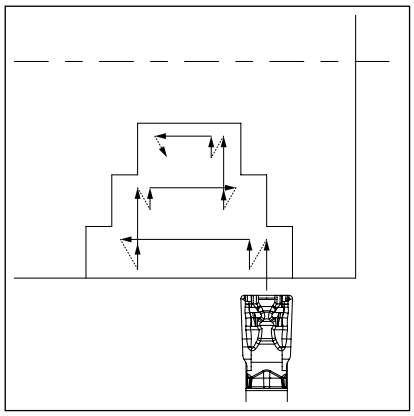

Abbildung 3
1. Beim Erweitern der Nutbreite (siehe Abbildung 3) wenden Sie das Verfahren des »Stechdrehens« an.